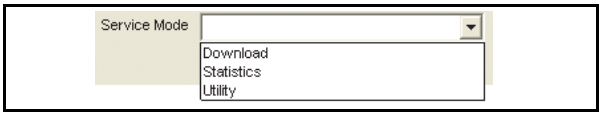

Figure 6-13 Normal Mode Selection
"**Normal Mode**" is a mode designed to provide the iVIZION® Operating Software to be downloaded. The "**Service Mode**" contains three (3) available choices in its Pull-down Menu shown in Figure 6-13 as follows: